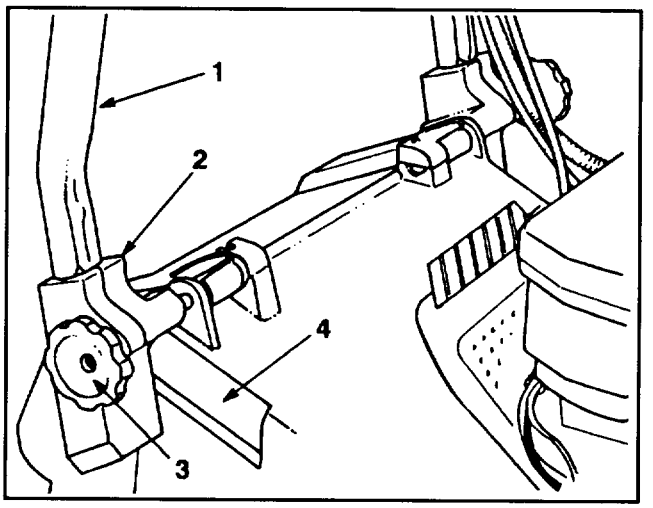
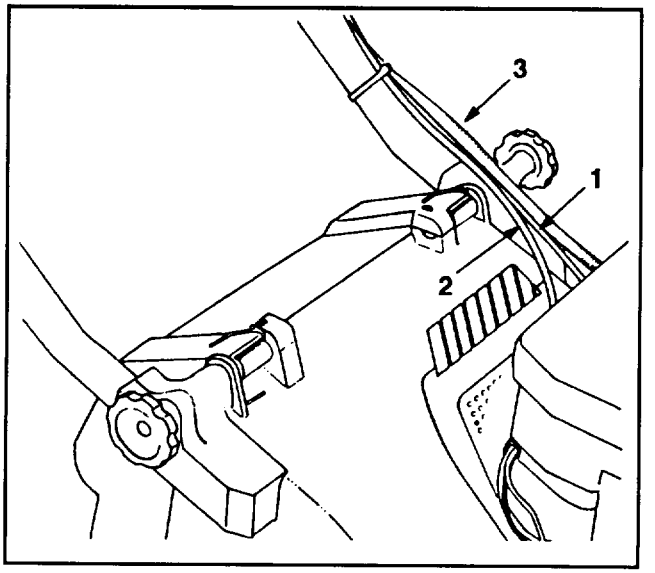

Abbildung 1
Abbildung 2
1. MONTAGE– Drehknöpfe auf der Gestängehalterung lockern (Abb. 1).
3. Die Enden der Griffstange in die Löcher der Gestängehalterung schieben bis sie sicher gehalten werden (Abb. 1). Sicherstellen, daß die Gaszug-, das Elektrostart- (Startschlüssel-Modell) und das Antriebskabel an der Gestängehalterung links oben sind (Abb. 2).
4. Den Griff und die Gestängehalterungen nach hinten schwenken bis die Rastklinken sicher in den Gehäuserasten gehalten werden (Abb. 2).